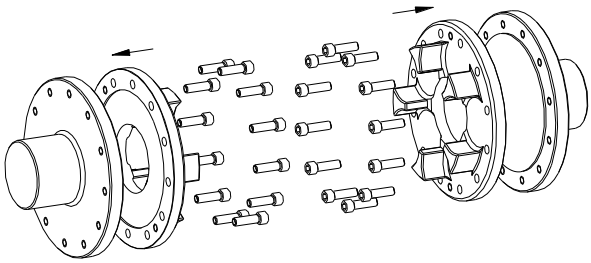
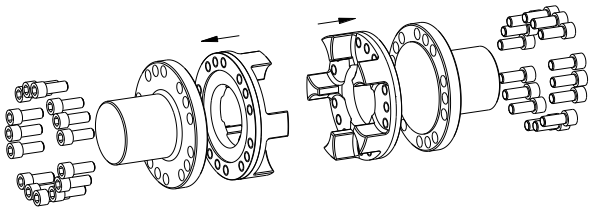

Рис. 22: Монтаж поводковых фланцев (исполнение DF)
Рис. 23: Монтаж поводковых фланцев (исполнение DFN)
- Установите поводковые фланцы перед фланцами ведущей и ведомой стороны (см. рис. 22 - исполнение DF и рис. 23 - исполнение DFN).